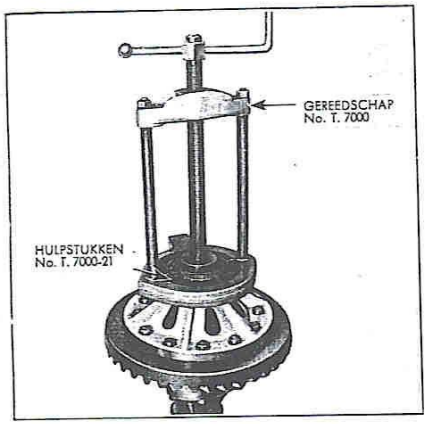
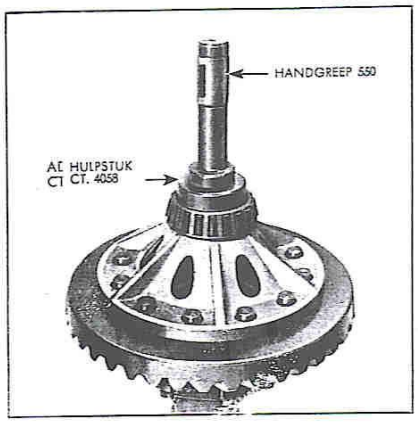

Afb. 10 - Het verwijderen van een differentieellager.
Afb. 11 - Het weer aanbrengen van een differentieellager.
1. Als het nodig is de lagerloopringen te vernieuwen, moet hiervoor het g schap No. T.7000 met de hulpstukken T.7000-21 en het drukblok No. 21b worden gebruikt (zie afb. 10). Monteer de nieuwe lagers met de h ken No. CT 4058 of de handgreep 550. Het is nodig het lager stevig teg borst op het differentieelhuis te drukken (zie afb. 11).